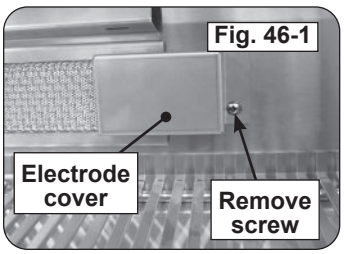

Fig. 46-1
3. Remove the electrode cover by first removing the screw, sliding the cover to the right, then outward. See Fig. 46-1.